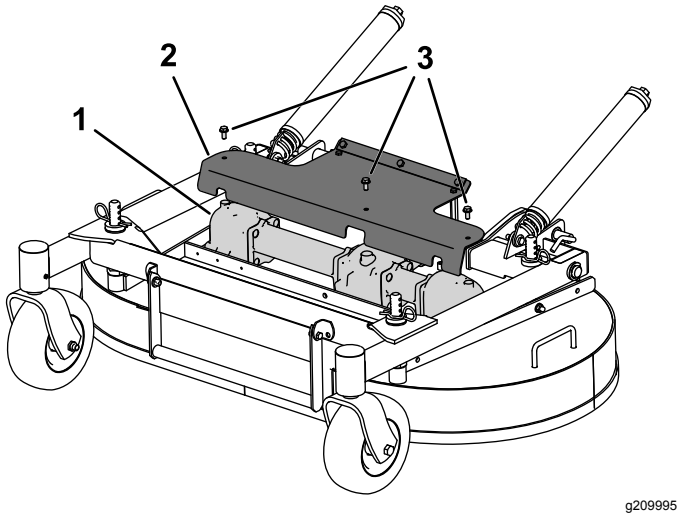

Figur 36
3. Ta bort skyddet för att komma åt växellådan (Figur 36)